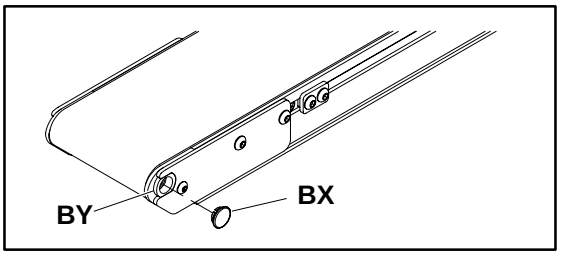

Abbildung 34
1. Mit einem kleinen Schraubendreher mit flacher Klinge den Stopfen (BX) siehe Abbildung 34 aus der Halterung lösen (BY).